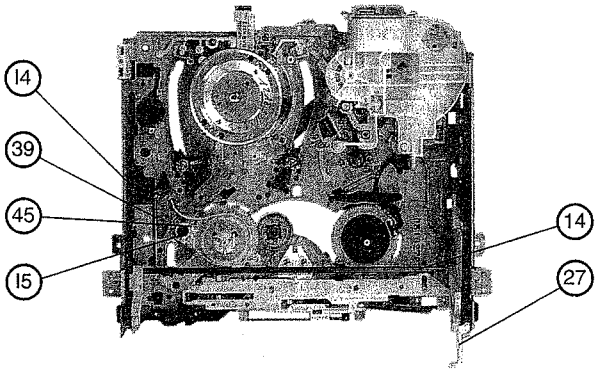

*fig. 7*
- Den Hebel der Kassettenträgerklappe (27) einsetzen, Abb. 7.
- Position the lever of the cassette holder door as shown in figure 7.
*(Abb. 7 und 8)*
- Den Clip (I3) öffnen und den gezahnten Hebel (48) herausziehen.
- Den Hebel (27) entfernen.
- Die Antriebsachse (14) der Kassettenhalterung nach rechts schieben, um sie aus ihrem Sitz zu nehmen.
- Die Feder (39) lösen.
- Den Clip (I5) öffnen, um die Befestigung (45) der Bandzugbremse zu lösen.
*(fig. 7 and 8)*
- Release clip (I3) and remove the toothed lever (48).
- Remove lever (27).
- Slide the cassette holder pin (14) to the right in order to release it from its housing.
- Remove spring (39).
- Release clip (I5) in order to free the attachment (45) of the tape back tension brake.